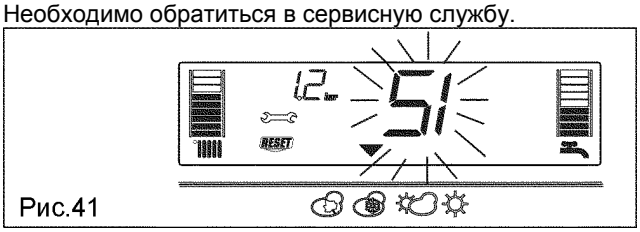

Рис.41
3) Отображаются символы RESET и (рис. 41)